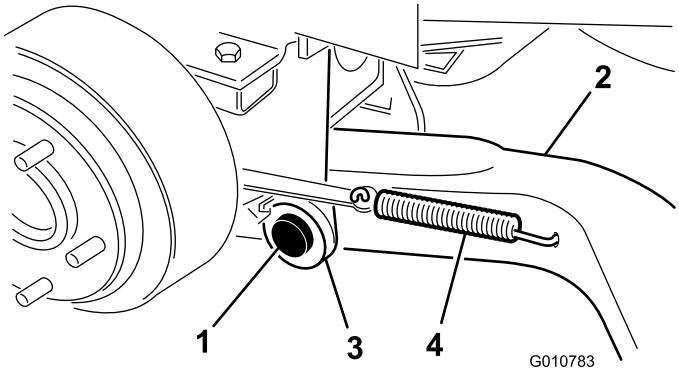

Figura 4
4. Montate un braccio di sollevamento (con l'estremità del giunto sferico posizionata verso l'esterno) sulla staffa orientabile con un perno girevole e una coppiglia (5/32 x 1-3/4 poll.)(Figura 4).
6. Agganciate la molla di ritorno del freno nel foro presente sul braccio di sollevamento (Figura 4).